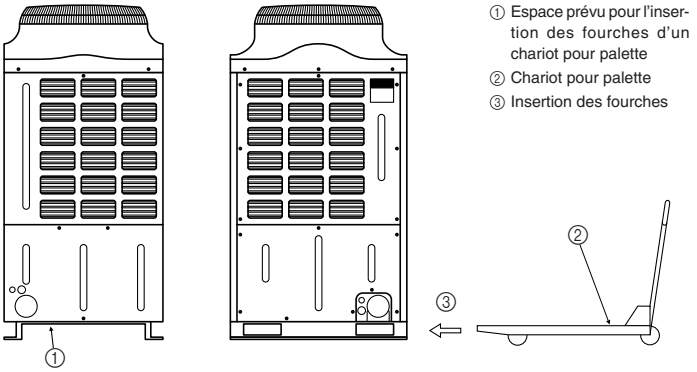

Fig. 3-2
3.2. Transport par chariot pour palette (Fig. 3-2)